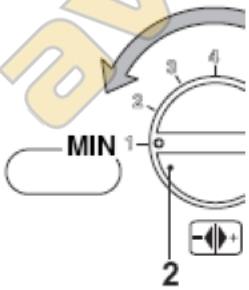

рис. 9.13
• Установите ручку 2 (см. рис. 9.13) на минимум, на дисплее LCD появится следующая последовательность изображений (изображение P09 чередуется с 01).